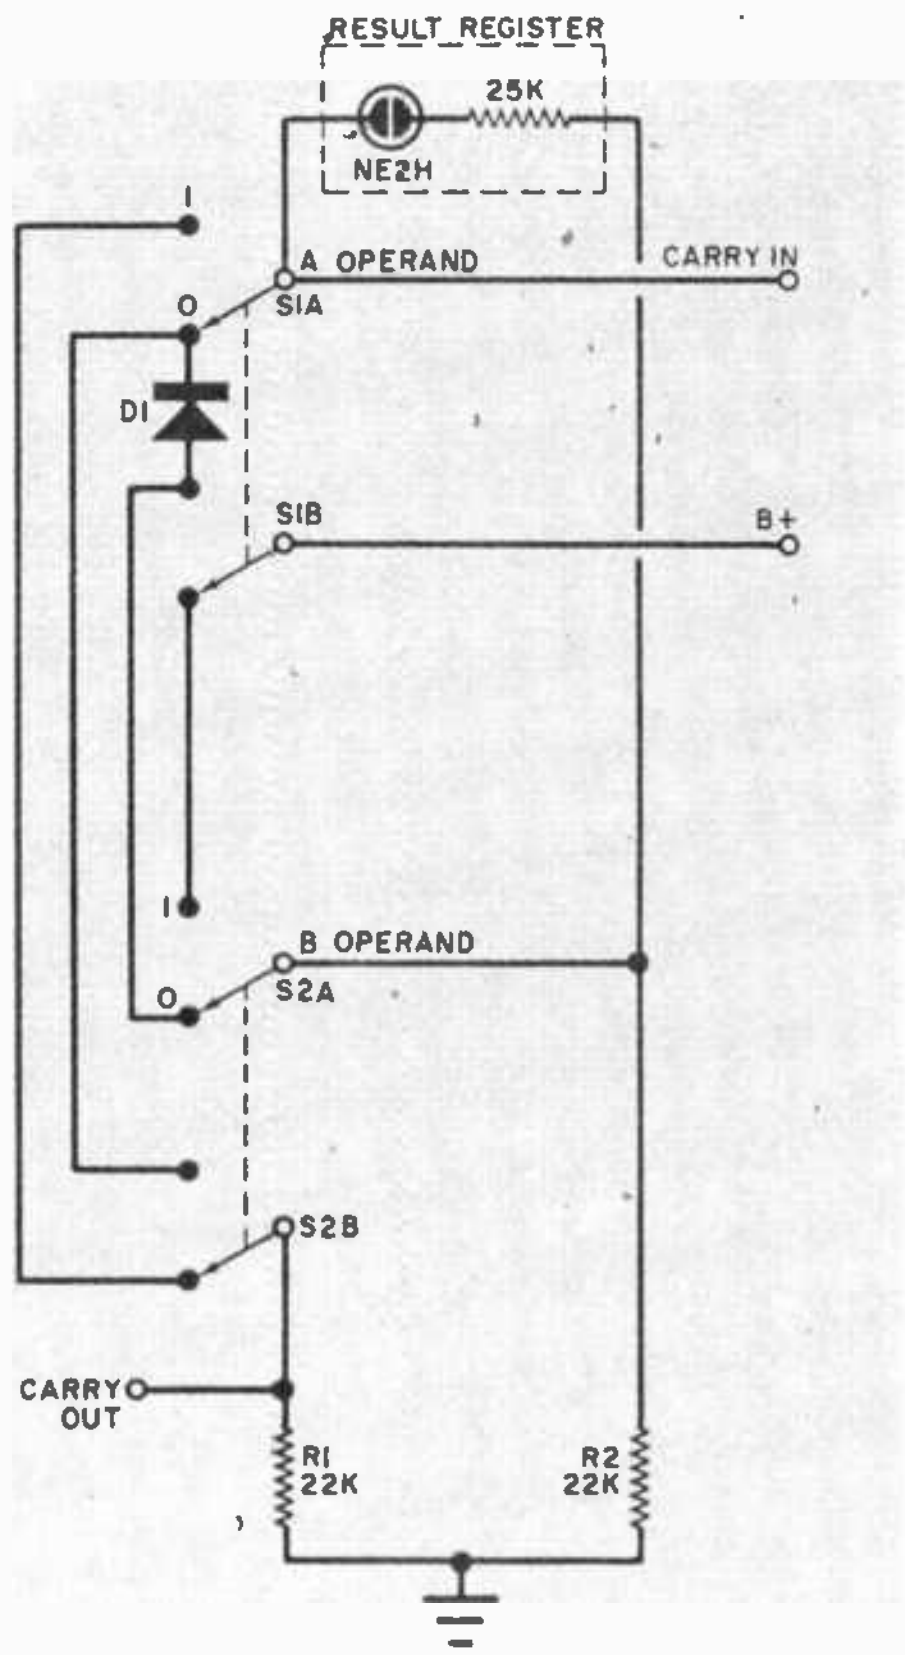

Fig. 1. This basic one-bit adder circuit shows how the Binary Adder operates.
The circuit used to perform binary addition of one digit from each of two operands is shown in Fig. 1. Each of the digits is represented by a d.p.d.t. switch and the result is read out on a neon lamp. To understand the operation of this circuit, refer to the extended truth table (Table 3).
Using this table, you will see how the circuit in Fig. 1 performs binary addition—that is, how the Result and Carry Out are formed properly for all combinations of the A Operand Bit, B Operand Bit, and Carry In.
**Result Generation.** As shown in Fig. 1, switches S1(b) and S2(a) connect the B+ supply to the right side of the neon lamp when the switches are in opposite positions. Otherwise, resistor *R2* holds the right side of the lamp at ground potential, for all practical purposes. Thus, the right side of the lamp obeys Column 4 of Table 3, with ground meaning 0 and B+ meaning 1.
Examination of Fig. 1 shows that: the first condition is met by switches *S1(a)* and *S2(b)*, which connect the Carry In terminal to the Carry Out terminal whenever these switches are set differently; the second condition is met by diode *D1*, which conducts the B+ supply voltage to the Carry Out terminal when the switches are both set at 1; and the third condition is met by the grounding of resistor *R1*.